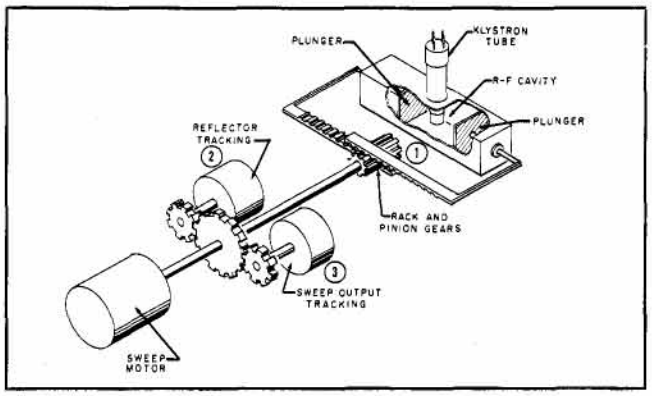

Figure 1. Operating diagram of *-hp-* 670 series Swept Frequency Oscillator with sweep motor drive.
The operating principle of the *-hp-* 670 series oscillators is illustrated in Figure 1. The sweep motor produces three simultaneous actions: (1) through a rack and pinion gear assembly, shorting plungers are moved in and out within the resonant cavity; (2) reflector voltage is tracked to insure accurate frequency control; (3) sweep voltage is generated as a horizontal oscilloscope input.